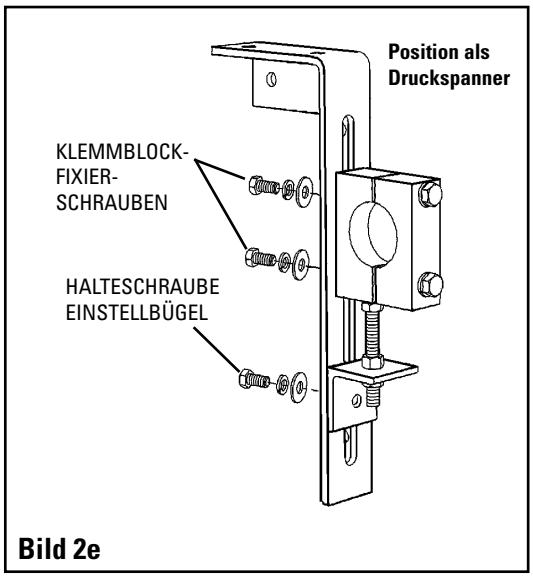

Bild 2e
a. Entfernen Sie die Befestigungsschrauben und die Justierschraube (Bild 2e) am Spannbausatz.